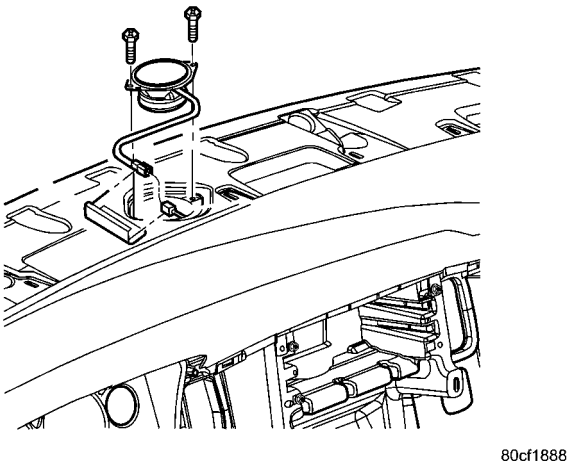

Fig. 17 INSTRUMENT PANEL CENTER SPEAKER
(1) Disconnect and isolate the battery negative cable.
(2) Remove instrument panel top cover (Refer to 23 - BODY/INSTRUMENT PANEL/INSTRUMENT PANEL TOP COVER - REMOVAL).
(3) Remove speaker mounting screws (Fig. 17).